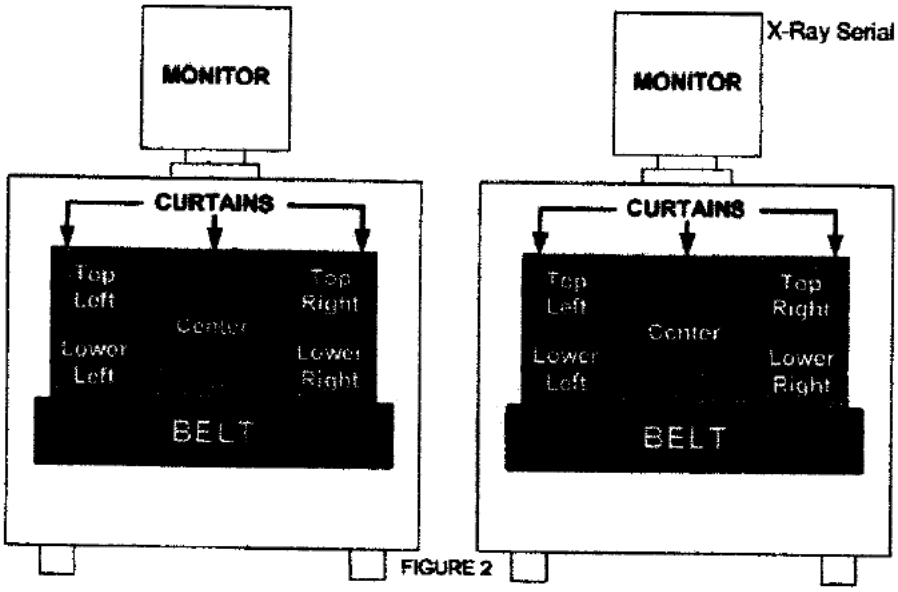

FIGURE 2
3. While holding the meter 5 centimeters (about 2 inches) from the surface, take readings in the area of the circles shown (Figure 2 above) on **BOTH sides** (ENTRANCE and EXIT) of the X-ray machine (total of 10 readings):